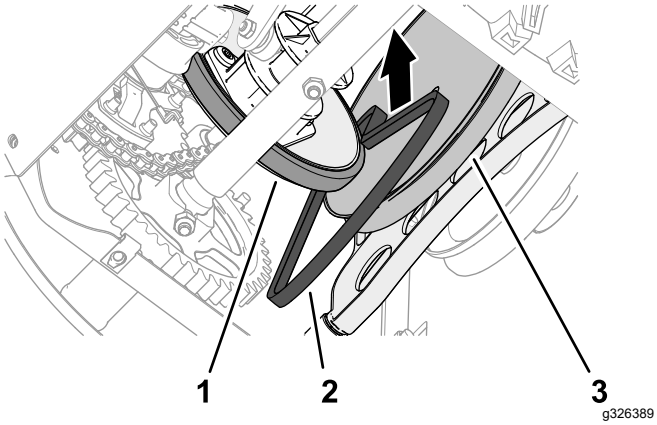

Figure 49
1. Chaussez la courroie de déplacement entre la roue de friction et la poulie de déplacement, puis sur la machine (Figure 49).